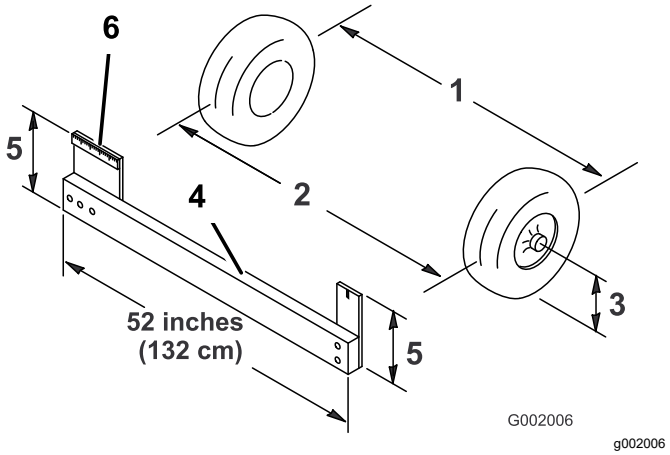

Figure 51
4. Mesurez la distance entre les roues avant à hauteur d'essieu, à l'avant et à l'arrière des roues (Figure 51).
Remarque: Vous aurez besoin d'un gabarit ou d'un contrôleur d'alignement pour mesurer précisément l'arrière des roues avant à hauteur d'essieu. Utilisez le même gabarit ou contrôleur d'alignement pour mesurer précisément l'avant des roues avant à hauteur d'essieu (Figure 51).